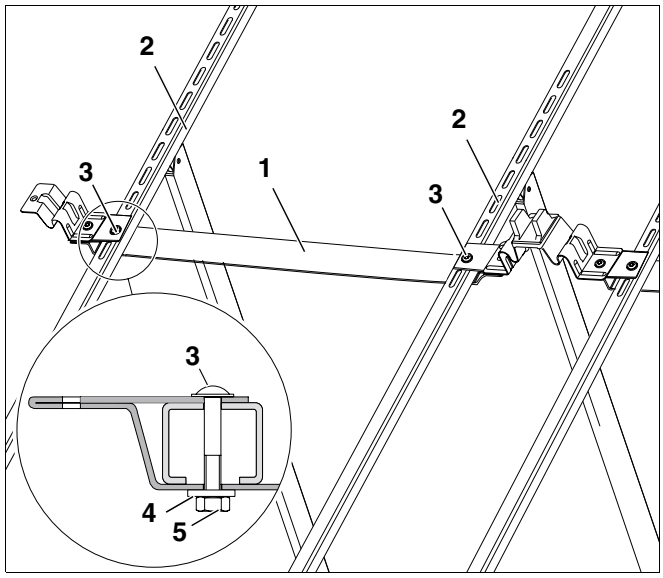

Afb. 31 Afstandsband monteren
- Schuif de afstandsband (afb. 31, **pos. 1**) tussen de collectorsteunen (afb. 31, **pos. 2**).
- Bevestig de afstandsband langs boven in de 17e lange bevestigingsopening (wanneer die niet vrij is, langs boven in de 16e lange bevestigingsopening) met schroeven met bolle kop M8 × 50 (afb. 31, **pos. 3**) met moeren (afb. 31, **pos. 5**) en vulringen (afb. 31, **pos. 4**).